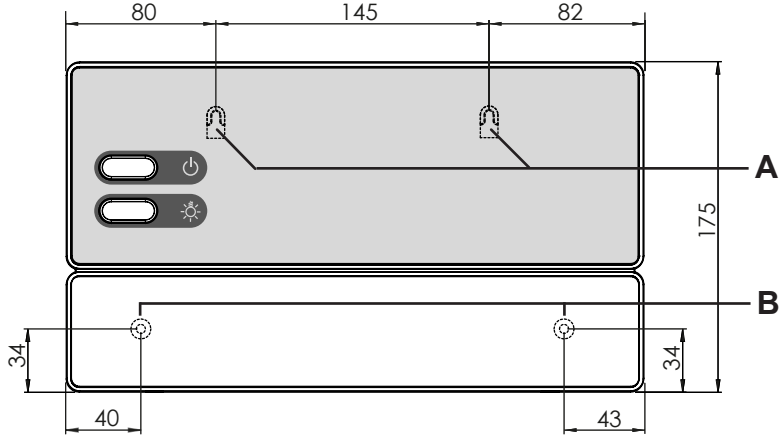

afb. 2 Positie van de ophangconstructie en de montageopeningen (afmetingen in mm)
1. Draai twee kruiskopschroeven (16 mm) op een hoogte van ongeveer 1,70 m tot op een afstand van 7 mm in de saunawand. De beide schroeven moeten 145 mm van elkaar verwijderd zijn (zie **afb. 2**).
3. Hang de saunabesturing met behulp van de ophangconstructie **A** aan de gemonteerde kruiskopschroeven (zie **afb. 2**).
4. Draai twee kruiskopschroeven (16 mm) in de onderste bevestigingsopeningen **B** vast (zie **afb. 2**).